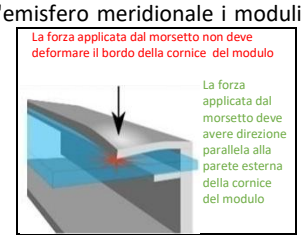

Figura 1 Forza applicata dal morsetto
2) **Morsetti o pinze a pressione:** montare il modulo con i morsetti sul lato più lungo della cornice del modulo. La mezzaria delle pinze deve essere ad una distanza dal lato corto del modulo compresa nel range di distanze indicate nella Appendice. Gli addetti all'installazione dovranno accertarsi che i morsetti siano sufficientemente resistenti da sopportare il massimo carico previsto sul modulo in fase di progettazione. I morsetti e le pinze a pressione non sono venduti da TCL. I morsetti o le pinze a pressione devono applicare una forza la cui direzione è parallela alla parete esterna della cornice del modulo e non solo al bordo superiore della telaio. I morsetti non devono applicare una forza eccessiva al telaio, piegare la parte superiore del telaio o esserein contatto con il vetro: queste pratiche annullano la garanzia del modulo e rischiano la rottura del telaio e del vetro. La figura 1 illustra la direzione della forza esercitata dai i morsetti o le pinze a pressione.